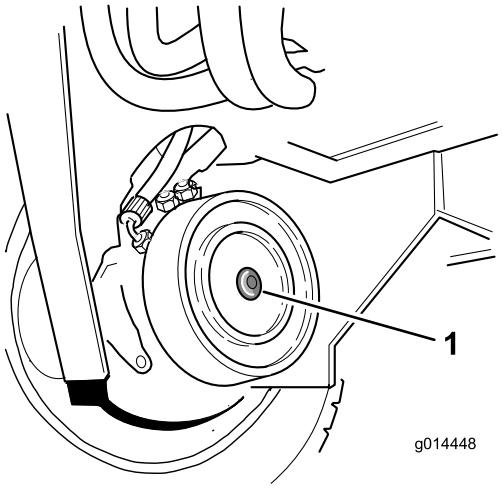

Figuur 59
2. Ga naar de schijfrem van de rechter voorwielmotor en verwijder de zeskantige plug (Figuur 59).